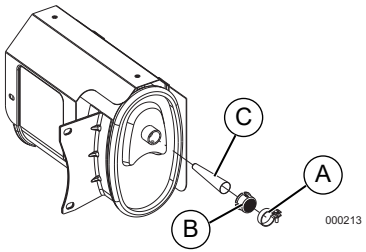

Figura 4-5. Filtro del supresor de chispas
1. Afloje la abrazadera (A) y retire el tornillo. Consulte la ***Figura 4-5***.
2. Revise la pantalla (B) y sustitúyala si está desgastada, perforada o dañada de alguna manera. Si la pantalla no está dañada, límpiela con un disolvente comercial.
3. Sustituya la pantalla del supresor de chispas (C) y el cono (B). Fíjela con la abrazadera (A) y el tornillo.